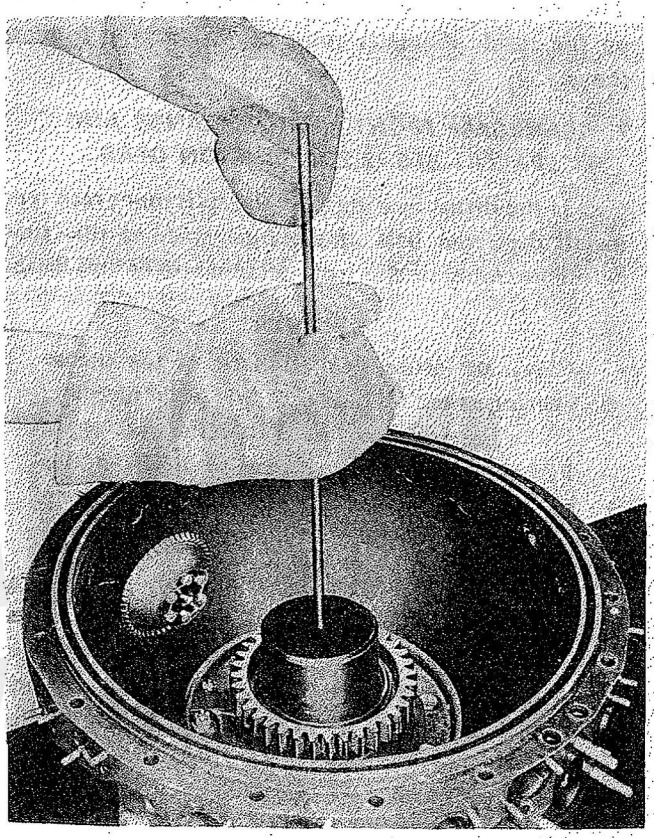

Figure 178—Heating Bore of Thrust Bearing Spacer and Thrust Bearing
f. Since the thrust bearing inner race is a tight fit on the propeller shaft, it is necessary to expand the thrust bearing inner race by heating before installation of the propeller shaft in the crankcase front section. This is accomplished by use of the thrust bearing heating iron (Tool No. 800310). Heat the iron in an oil bath maintained at a temperature of 177° to 205° C (350° to 400° F) for twenty minutes. With the crankcase front section placed front end down over a hole in the bench to accommodate the propeller shaft when installed, place the heating iron in the bore of the thrust bearing spacer and thrust bearing. Refer to Figure 178. Cover with a heavy cloth to prevent loss of heat from the iron. Leave the heating iron in the front section for approximately ten minutes, until the thrust bearing has expanded sufficiently to permit the propeller shaft to be installed. Remove the heating iron and install the propeller shaft immediately, meshing the pinions with the stationary reduction gear. It will be found that rotating the propeller shaft and pinion assembly slightly while pressing down into the front section will facilitate meshing these gears. Lift the front section immediately and invert it, holding the propeller shaft in position by hand, and place the assembly on a block underneath the propeller shaft.